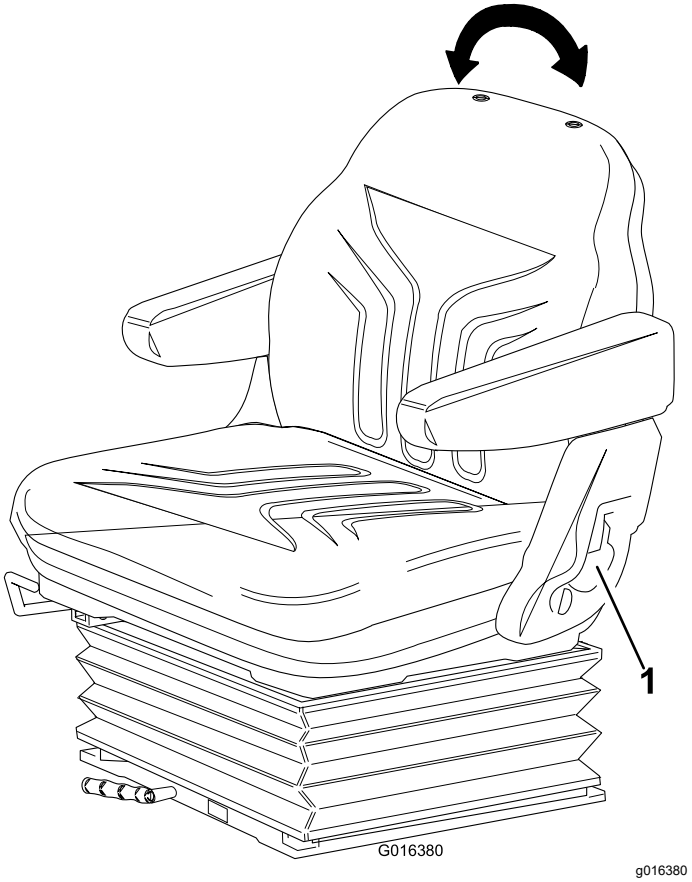

Figur 25
- Trekk håndtaket utover for å justere vinkelen på setets ryggstøtte (Figur 25).